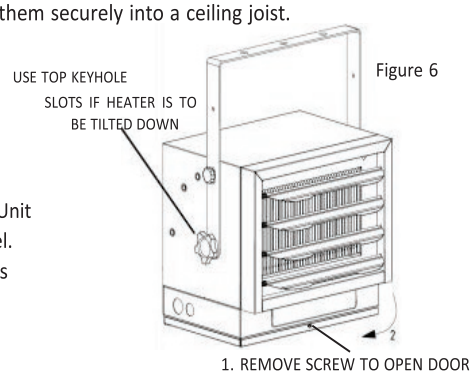

Figure 6
6. If the heater is to be tilted it must be positioned in the keyhole slots - see figure 6.
8. To tilt the unit vertically, loosen the bracket screws (see figure 6).